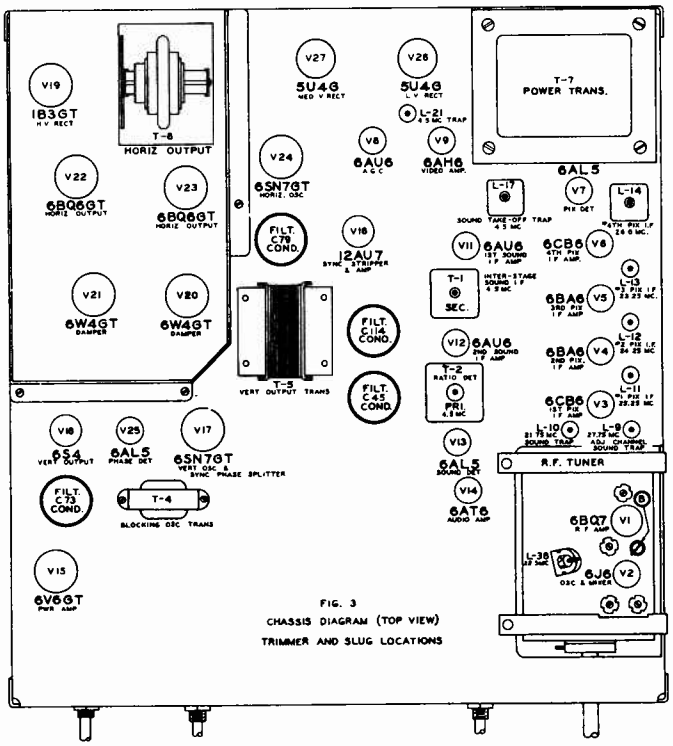
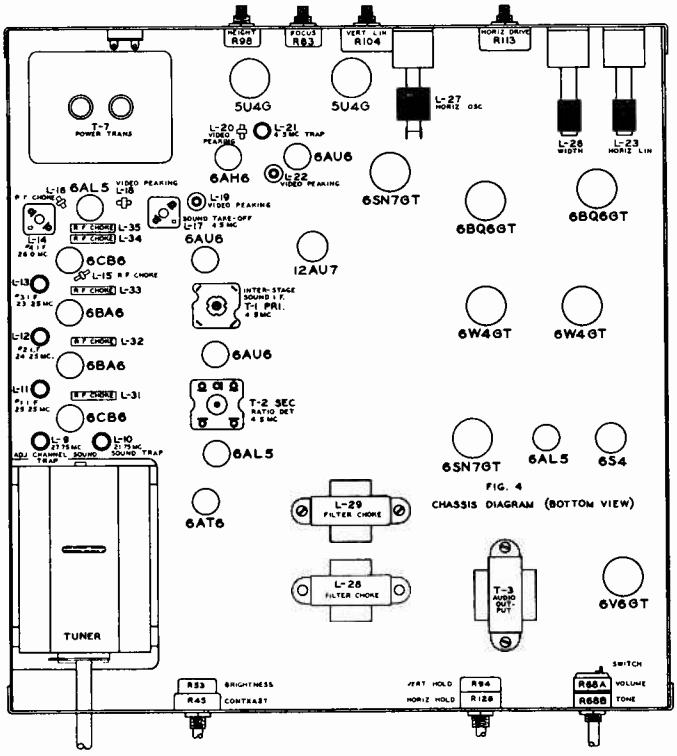

FIG. 3
FIG. 4
27.75 Mc. L9 (Top of Chassis Fig. 3)
21.75 Mc. L10 (Top of Chassis as shown in Figure 3).
22.5 Mc. L6 (Top of tuner as shown in Fig. 3)
25.25 Mc. L11 (Top of chassis as shown in Fig. 3)
24.25 Mc. L12 (Top of chassis as shown in Fig. 3)
23.25 Mc. L13 (Top of chassis as shown in Fig. 3)
26.0 Mc. L14 (Top of chassis as shown in Fig. 3)
L17 Top of chassis as shown in Fig. 3.
T1 Top of chassis as shown in Fig. 3 and bottom of chassis as shown in Fig. 4.
T2 (Pri. Ratio Det) Top of chassis as shown in Fig. 3.
(B) Apply minus 3 volts through 220K Ohms to test terminal, located between the tubes on top of R F Tuner (See Fig 3, suggested input adapter Fig 5)
THIRD: Set the signal generator output to 4.5 Mc. Adjust the secondary of T2 (Bottom view of chassis as shown in Fig. 4). Notice that it is possible to produce a positive or negative voltage indication on the meter by varying this adjustment. As the voltage swings from positive to negative, adjust T2 for zero output as indicated by the voltmeter. This point is called zero ratio detector output and indicates correct alignment of T2 transformer. If the secondary of T2 is found to be way out of alignment it will be necessary to re-peak the primary as described in the preceeding section on sound I.F. alignment.
THIRD: Peak L21 (Top of chassis as shown in Fig. 3) for minimum output on the voltmeter.